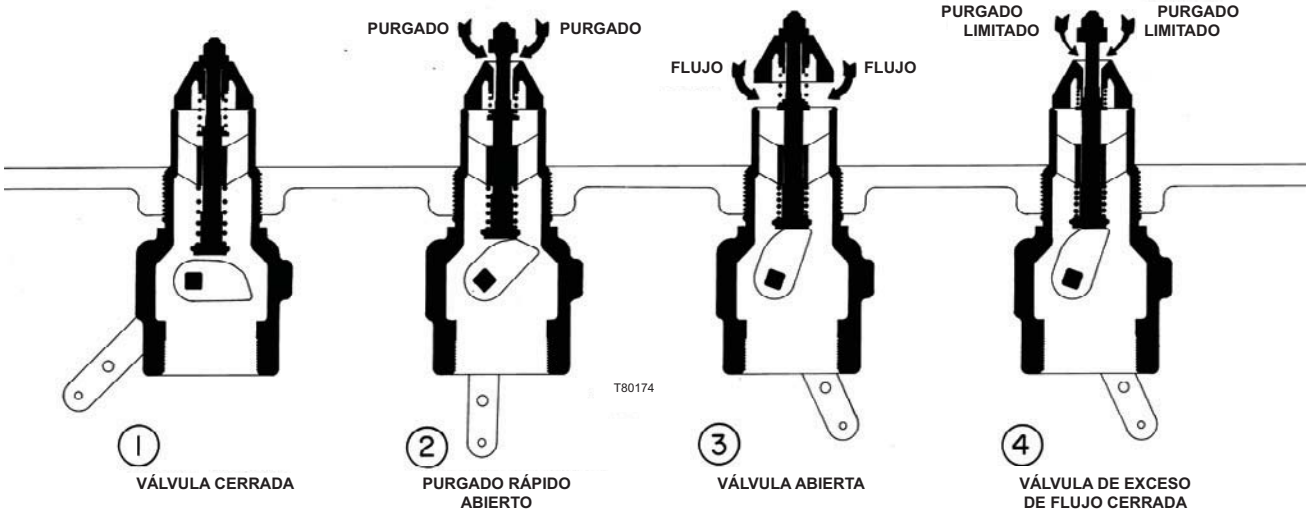

Figura 2. *Esquema Operacional*
3. Mueva la palanca a la posición de abertura media (figura 2, vista #2) para ecualizar la presión. Cuando la muñeca principal se abra, mueva la palanca operativa a la posición de abertura completa.
Consulte el dibujo esquemático, figura 2. En la vista #1, la válvula se mantiene cerrada por la presión del tanque y el resorte de cierre de la válvula. No hay fugas más allá de los resistentes asientos de la muñeca hacia la salida de la válvula.